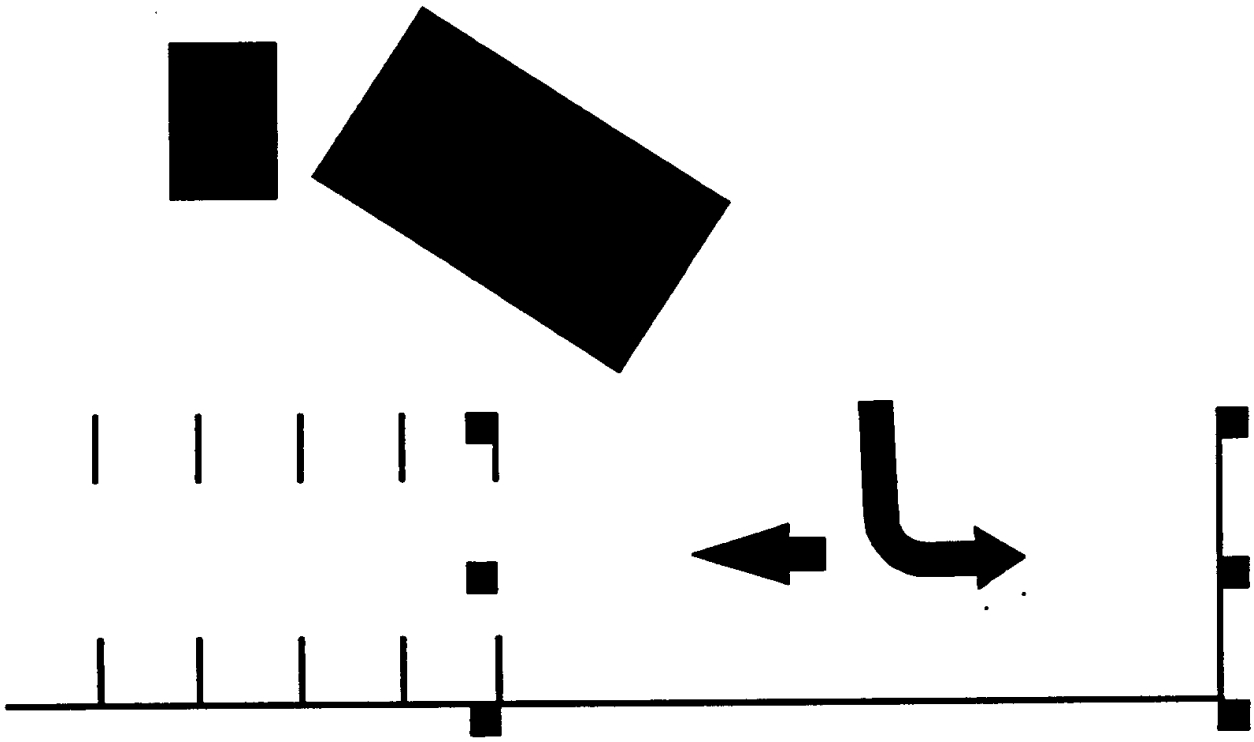

Figure 11-5: Parallel Park (Conventional)
- ***Parallel Park (Conventional)*** — You may be asked to park in a parallel parking space that is on your right. You are to drive past the parking space and back into it bringing the rear of your vehicle as close as possible to the rear of the space without crossing side or rear boundaries marked by cones. You are to try to get your vehicle (or trailer, if combination vehicle) completely into the space. (See Figure 11-5.)